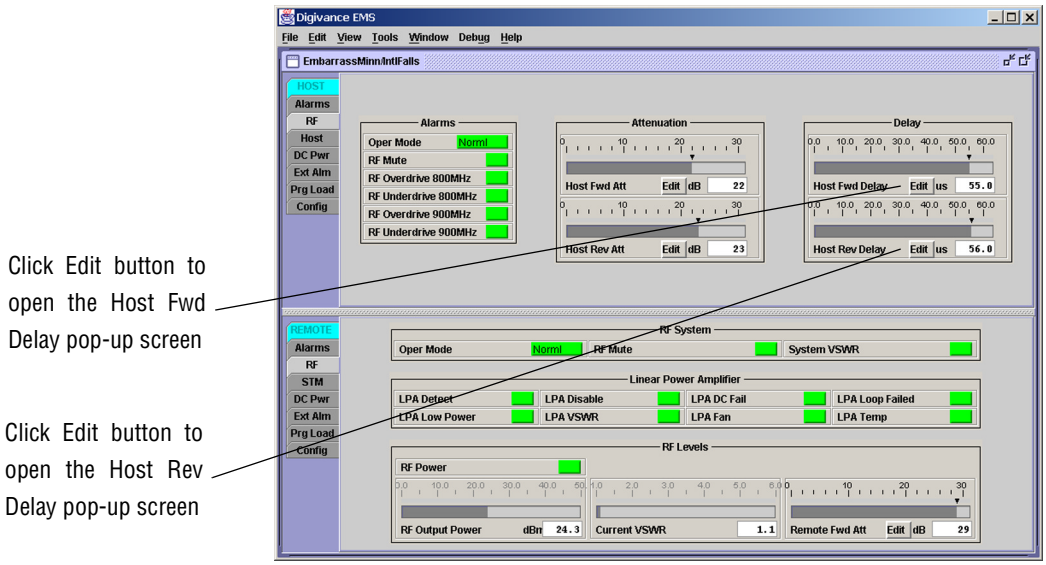
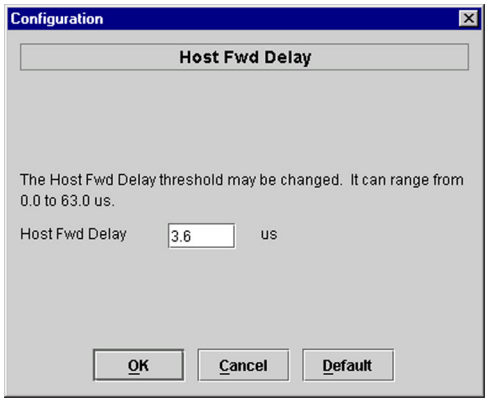

**Figure 3-12. HOST RF Display**
**Figure 3-13. Host Fwd Delay Pop-Up Screen**
1. Click on the HOST **RF** tab. The HOST **RF** display will open within the EMS main window as shown in Figure 3-12.
2. Click on the **Host Fwd Delay** field **Edit** button (see Figure 3-12). The **Host Fwd Delay** pop-up screen will open as shown in Figure 3-13.
5. Repeat the process for reverse delay by right-clicking on the appropriate delay section (see Figure 3-12) and then entering the required delay value in the pop-up screen.